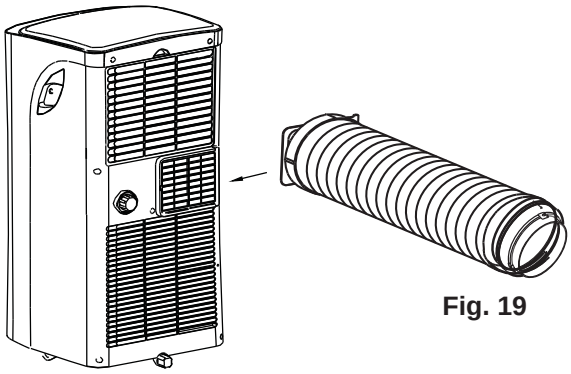

Fig. 19
2. Insérez le tuyau d’évacuation dans l’ouverture de sortie de l’air, dans la direction de la flèche (voir fig. 19).